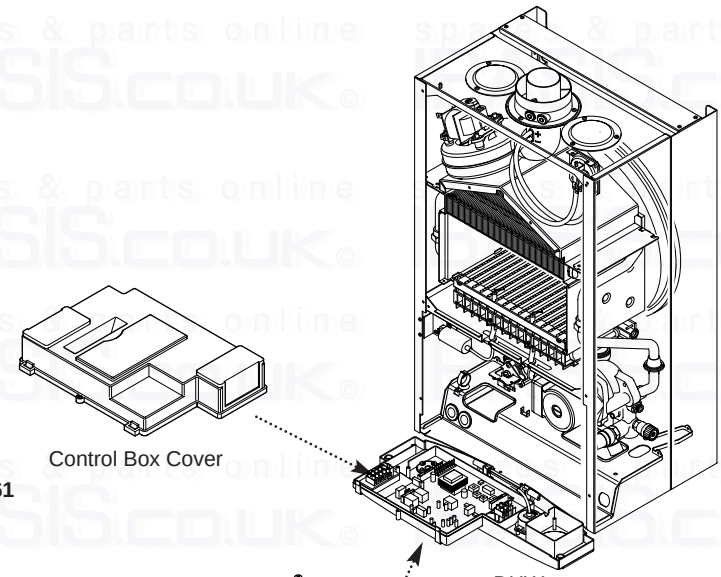

Fig. 61
2. Remove the screws securing the control box cover and release the cover retaining barbs from their slots. Disengage the rear of the cover from the control box hinge pin (Fig. 61).